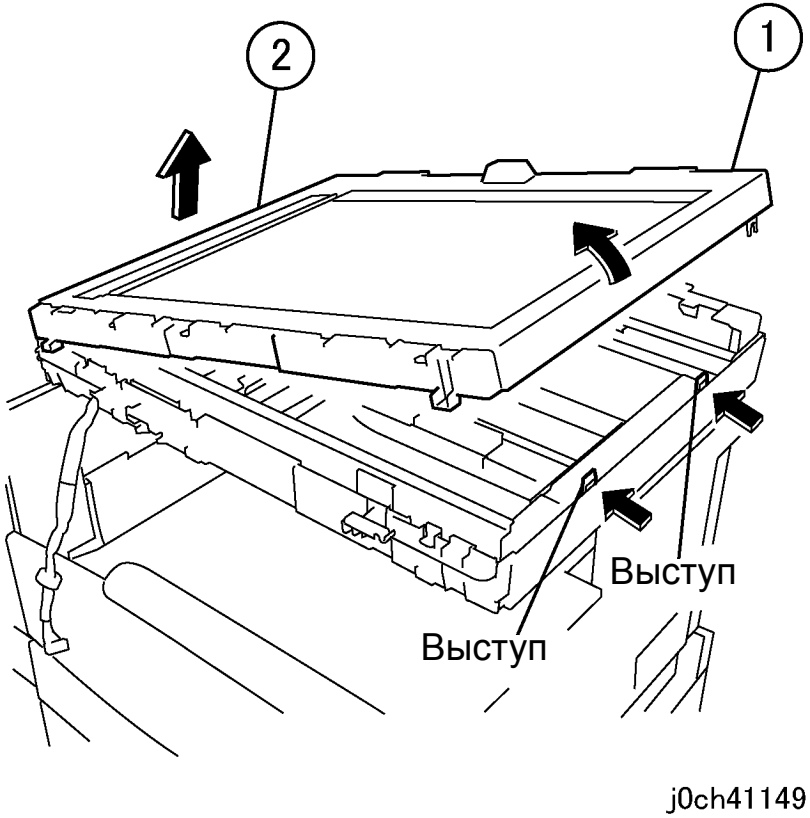

Рисунок 2 Снятие верхней крышки IIT (j0ch41139)
3. Снимите верхнюю крышку IIT (рисунок 2).